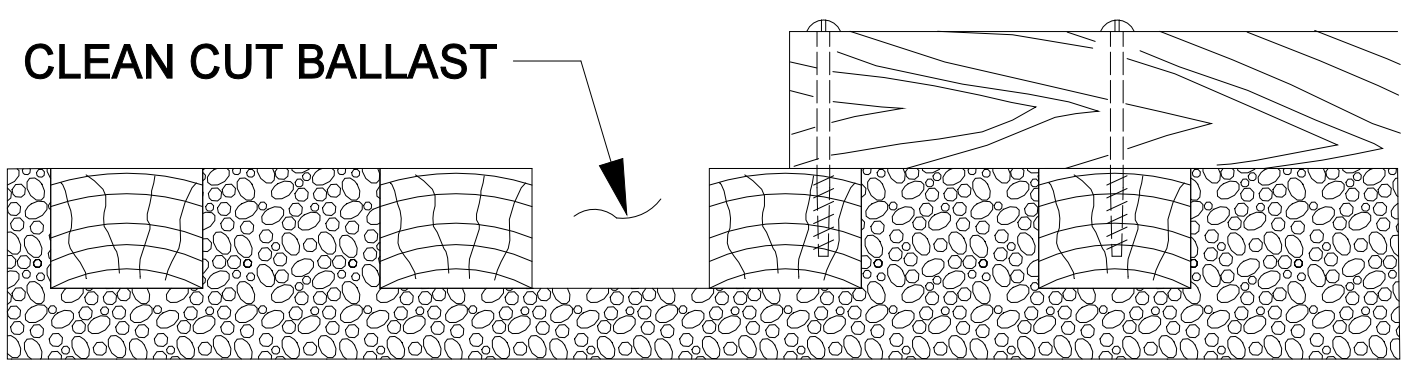

Figure 1-B
1. Make sure that the first or second fully exposed tie crib off each end of a grade crossing has ballast removed for its entire length to a depth even with the bottom of the ties. See Figure 1-B.